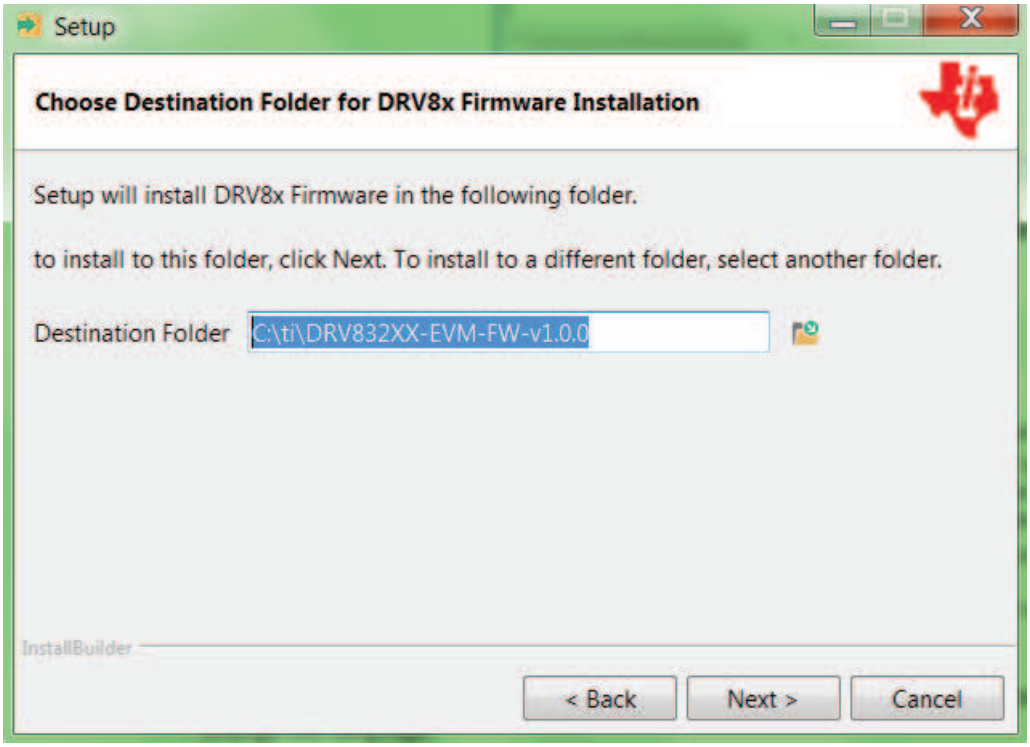

Figure 18. Setup Destination Folder
Step 5. Choose the destination location for the example CCS projects and the documentation (see Figure 18). This destination can be set to any location in the PC.